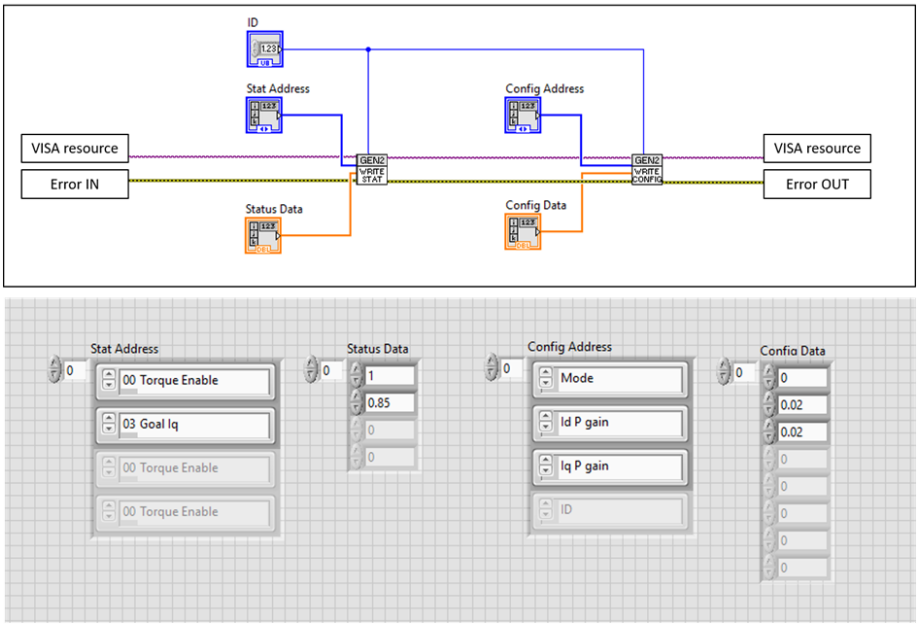

图 15: 数据写入
2) **数据写入**您可以分别使用 Write_Config 和 Write_Stat 这两个 subVI 来对支持的配置寄存器和状态寄存器进行数据写入，如图15所示。